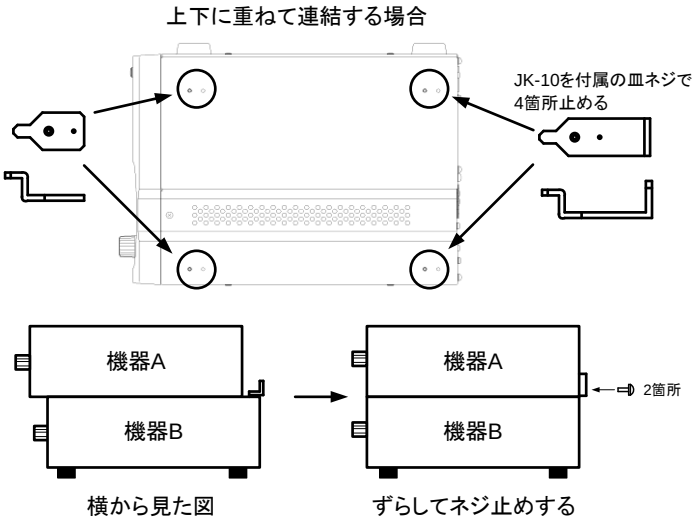

図 6-2 上下に重ねて連結の場合
(3) 図 6-2 のように機器を置き、機器 B 側の金具の突起部が機器 A 側のゴム足を外したあとの穴にきちんとはまるように組みます。
(4) 機器 A をずらして背面パネルとジョイントキット(JK-10)の金具を付属のセムスネジでしっかりと固定します。(2 箇所)